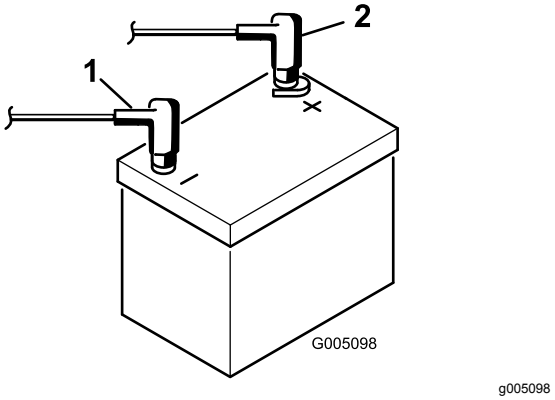

**Figur 8**
9. Slut pluskablet (rødt) til pluspolen (+) og minuskablet (sort) til minuspolen (-) på batteriet, og fastgør dem med bolte og møtrikker (Figur 8). Skyd gummikappen ind over pluspolen for at forhindre eventuel kortslutning.